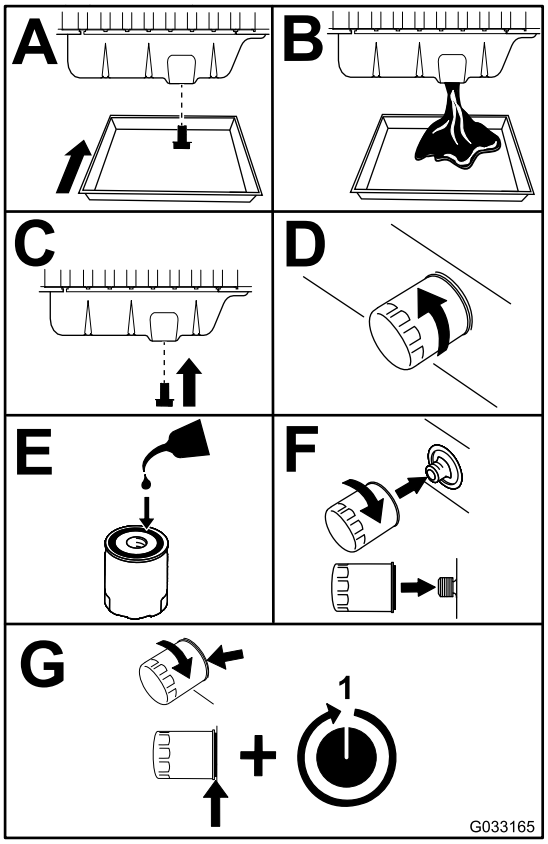

Figuur 53
3. Ervers de motorolie en vervang het filter (Figuur 53).